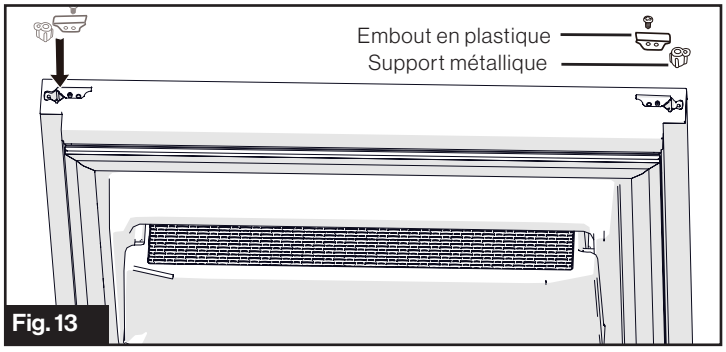

Fig. 13
5. Inversez le support métallique et la douille en plastique au bas de la porte du réfrigérateur. (Fig. 13)